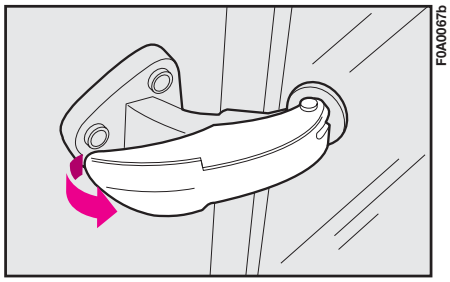

fig. 103
**1)** Move the lever as shown in **fig. 103**.